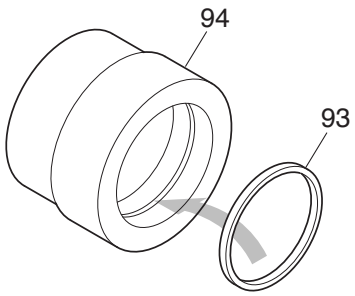
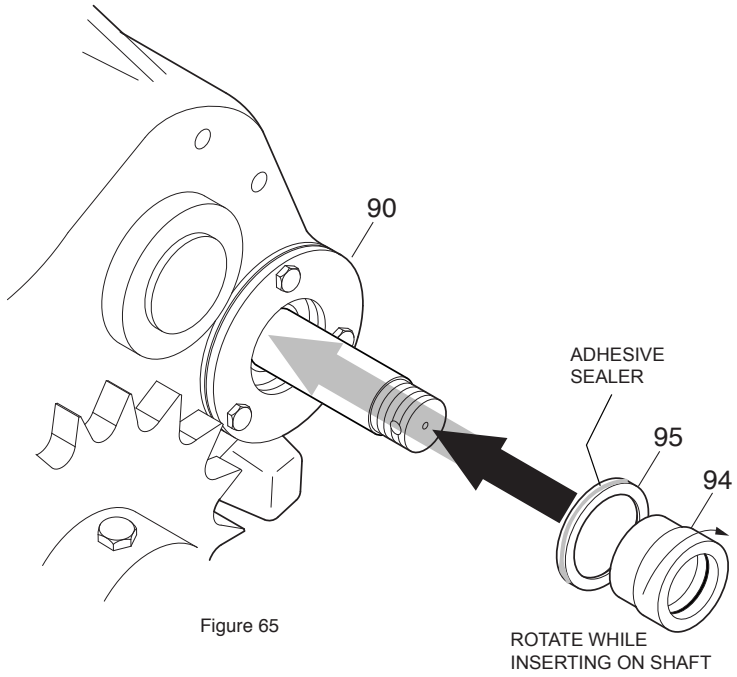

Figure 64
Figure 65
Insert the rubber seal #F4122488P (item 93) inside the spacer #T2914071 (item 94) as shown in figure 64. Install the rubber seal in a groove inside the spacer (item 94).
Slide the spacer (item 94) on the shaft as shown in figure 65. Rotate the spacer (item 94) as it is slid on the shaft in order to avoid the rubber seal to be damaged. (item 93 in figure 64).